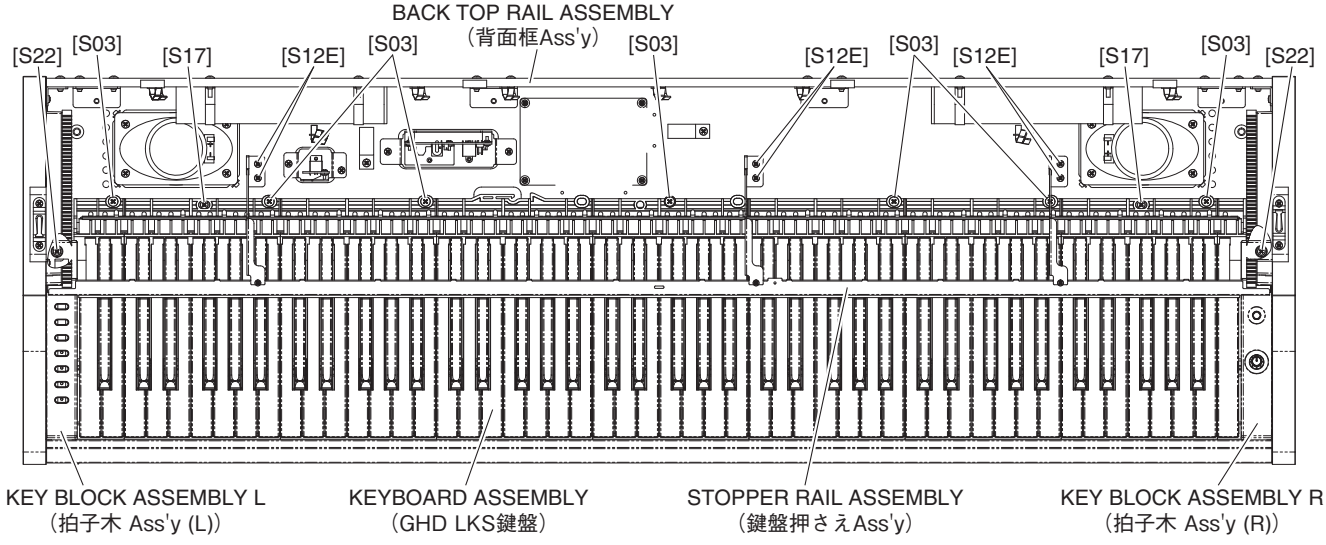

Fig. 6（図6）
8-5 Remove the six (6) screws marked [S12E]. The stopper rail assembly can then be removed. (Fig. 6)
9-5 Remove the screw marked [S22]. (Fig. 6)
9-6 Slide the key block assembly L backward and lift it out. (Fig. 6)
8-5 [S12E] のネジ 6 本を外して、鍵盤押さえ Ass'y を外します。(図 6)
9-5 [S22] のネジ 1 本を外します。(図 6)
9-6 拍子木 Ass'y（L）を後方へスライドさせて外します。(図 6)
10-6 Remove the seven (7) screws marked [S03] and the two (2) screws marked [S17]. The keyboard assembly can then be removed. (Fig. 6)
10-6 [S03] のネジ 7 本と [S17] のネジ 2 本を外して、GHD LKS 鍵盤を外します。(図 6)